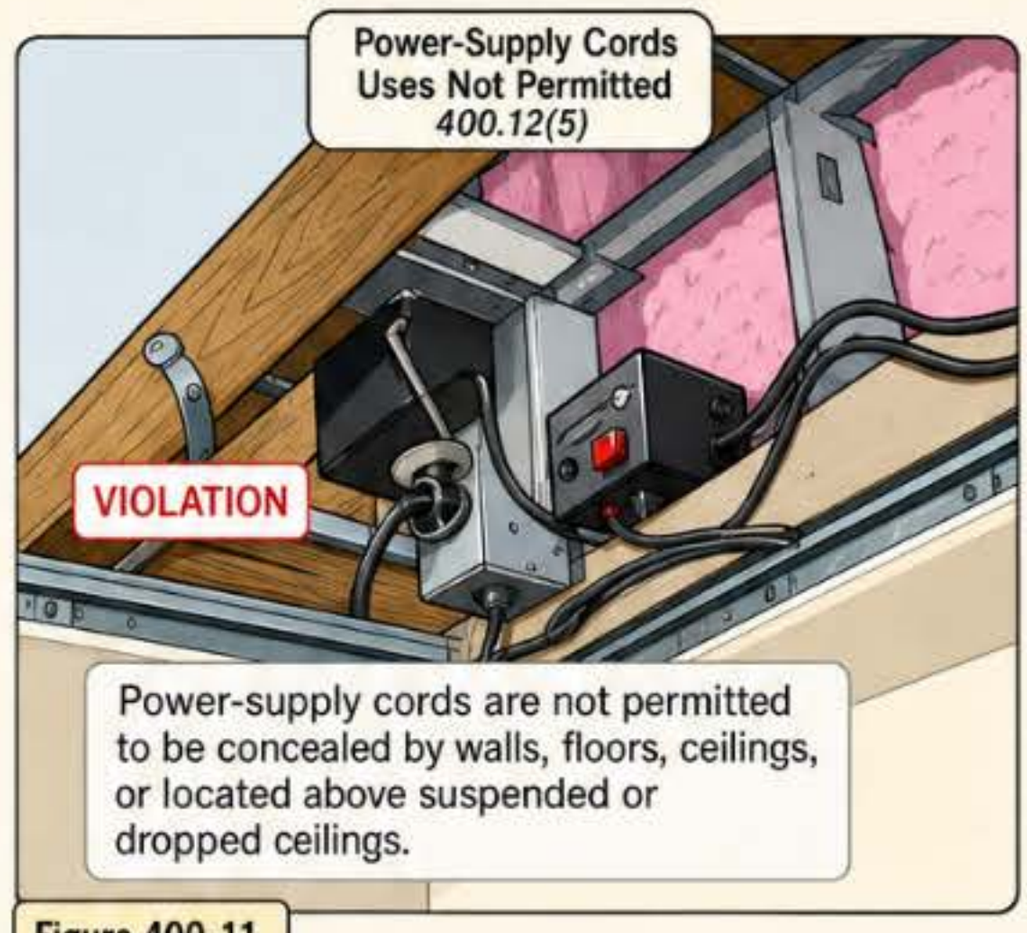

Figure 400-11
(5) Flexible cords, flexible cables, cord sets (extension cords), and power-supply cords are not permitted to be concealed by walls, floors, or ceilings, or located above suspended or dropped ceilings. • **Figure 400-11**